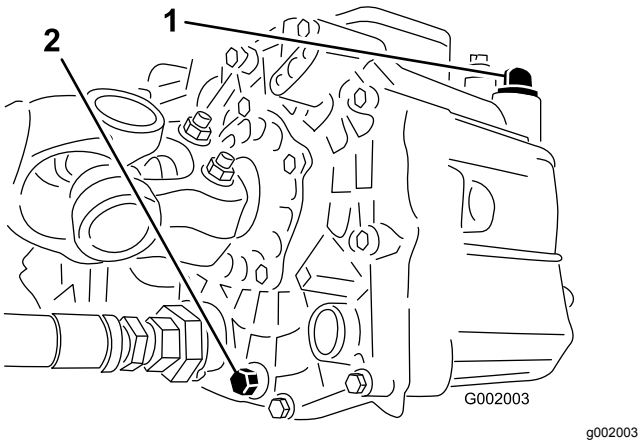

Figuur 50
3. Verwijder de aftapplug uit de zijkant van het reservoir en laat de hydraulische vloeistof in de opvangbak lopen (Figuur 50).